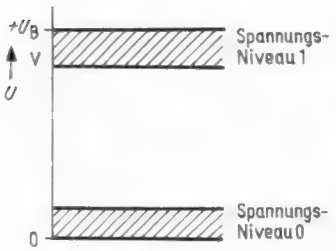

Bild 16. Toleranzbereiche der beiden Zustände oder Spannungsniveaus 0 und 1
a) Wegen der inneren Widerstände wird weder der Wert 0, noch der Wert $+ U_B$ genau wiedergegeben. Man muß den beiden Zuständen Toleranzbereiche zuordnen *(Bild 16)*.